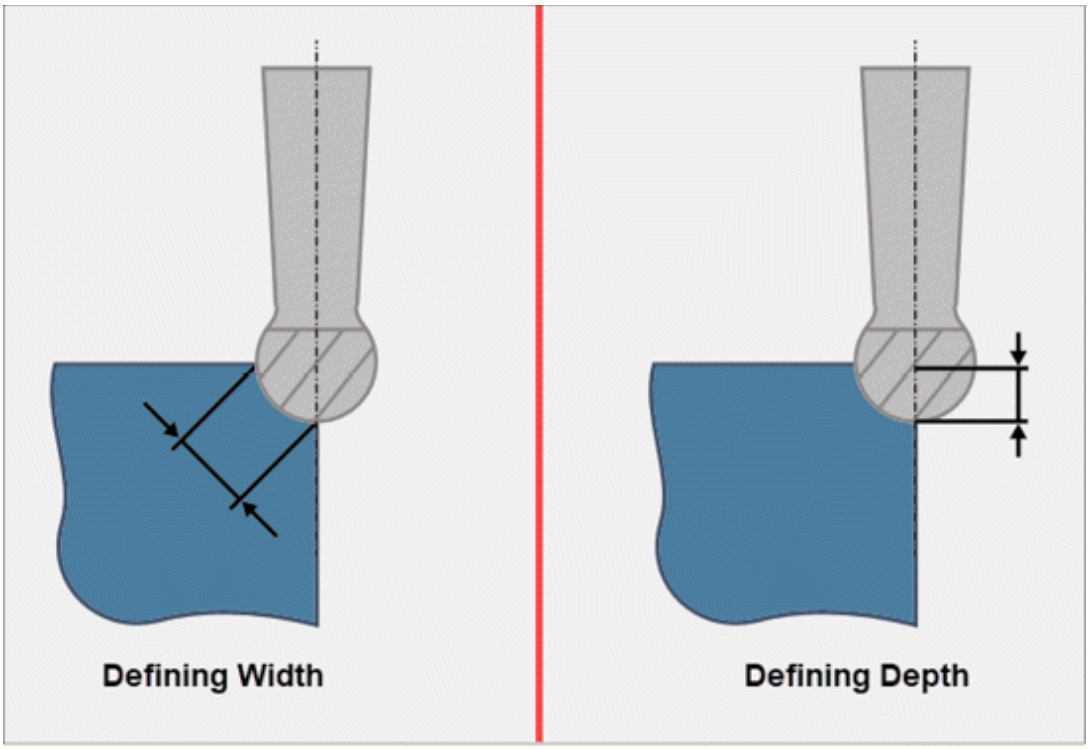

Figure-73. Edge shape options
- Select desired option from the **Edge shape** drop-down to define whether you want to specify depth or width of deburred edge for the operation; refer to Figure-73 and then specify related value in the **Edge shape** edit box.